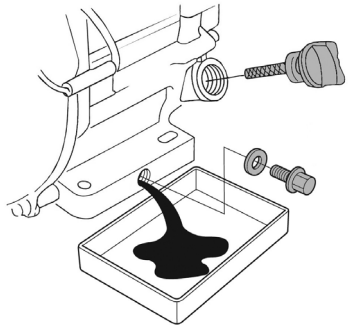

Рис. 37 Замена масла в двигателе
(1) Техническое обслуживание должно осуществляться более часто, при работе в пыльных условиях.
(2) Данный вид работ необходимо выполнять в авторизованном сервисном центре.
6. Открутите пробку для слива масла и слейте отработанное масло в подготовленную для этого емкость (Рис. 37).